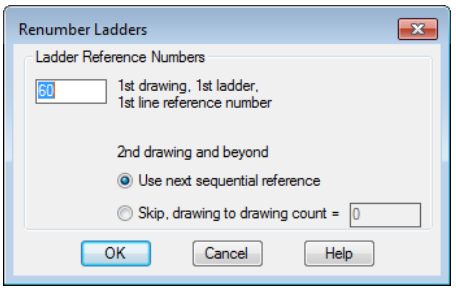

*Figure 6-61 The **Renumber Ladders** dialog box*
5. Enter **60** in the edit box and make sure the **Use next sequential reference** radio button is selected, refer to Figure 6-61. Next, choose **OK** in the **Renumber Ladders** dialog box.